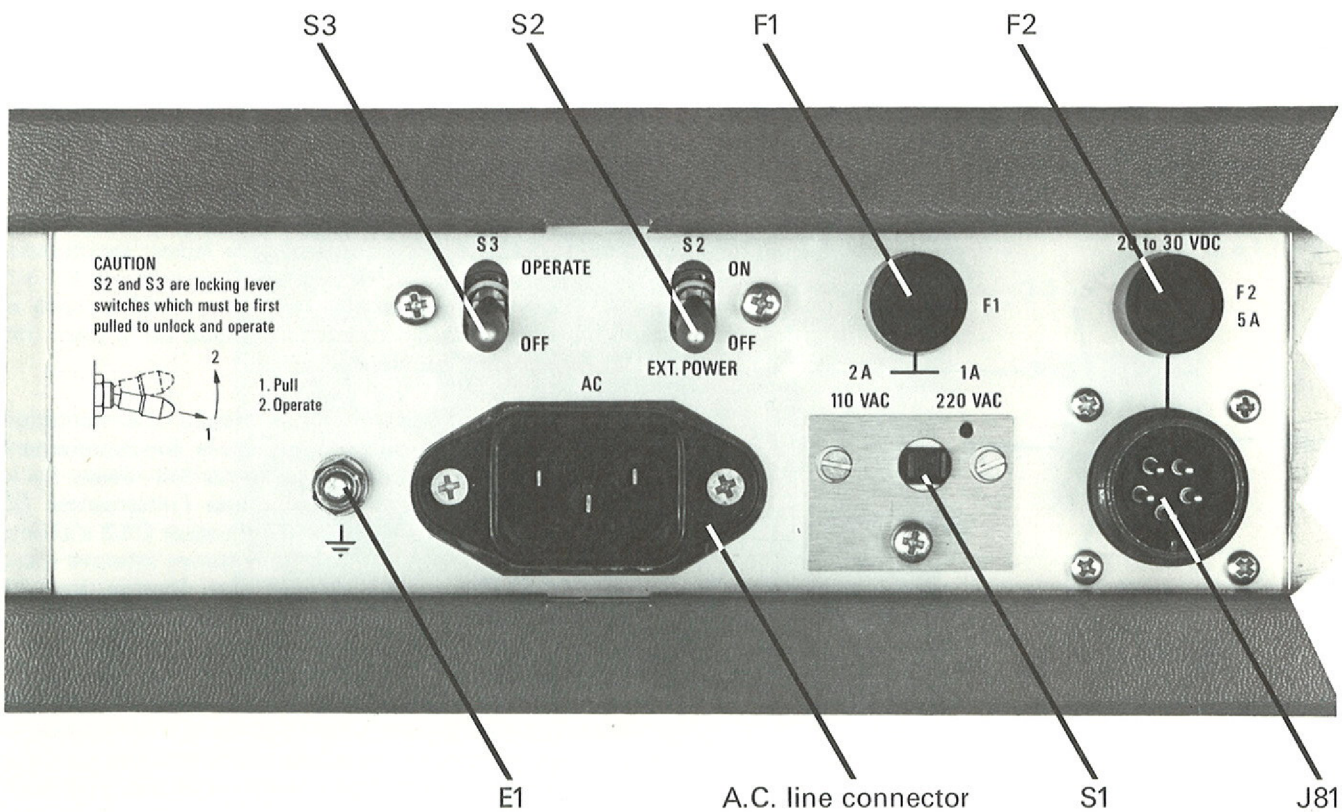
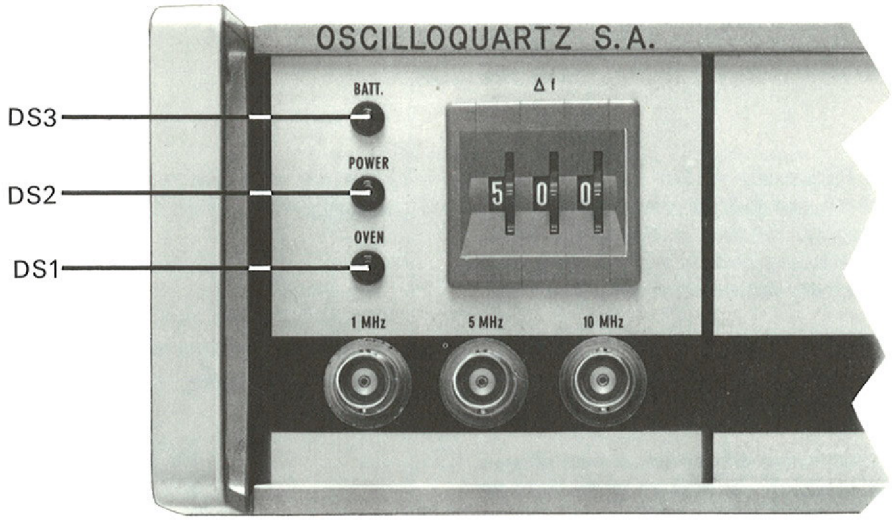
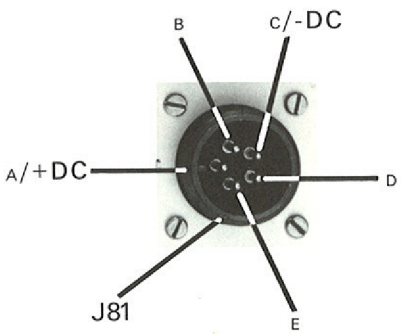

Fig. 4 Etalon de fréquence 2200 (plaque arrière, partie gauche)
Fig. 5 Etalon de fréquence 2200 (plaque frontale, partie gauche)
Fig. 4a
a) **Attention**: avant toute mise en service sur un réseau alternatif, vérifier la position du sélecteur de tension S1 (fig. 4).
b) Vérifier la valeur du fusible F1 (fig. 4) correspondant à la tension du réseau d'alimentation:
c) Vérifier que les interrupteurs S2 et S3 soient sur position OFF (fig. 4).
e) Enclencher l'appareil en mettant l'interrupteur S2 EXT POWER sur la position ON (fig. 4).
L'indicateur DS2 doit s'allumer (fig. 5).
f) Mettre l'appareil en fonctionnement en mettant l'interrupteur S3 sur la position OPERATE (fig. 4).
L'indicateur DS1 doit s'allumer (fig. 5).
a) Vérifier la valeur du fusible F2 (fig. 4) T5A (5×20 mm).
b) Vérifier que les interrupteurs S2 et S3 sont bien sur position OFF (fig. 4).
c) Raccorder le réseau d'alimentation basse tension continu à la prise J8l (fig. 4) en respectant les polarités indiquées à la figure 4a.
Pour déconnecter l'appareil du réseau d'alimentation principal (alternatif ou continu) et le laisser fonctionner sur batteries internes, commuter l'interrupteur S2 sur OFF (fig. 4). A ce moment, l'indicateur DS2 s'éteint et DS3 s'allume (fig. 5). Le cordon-réseau ou la prise J81 (fig. 4) peuvent être déconnectés.
Pour raccorder l'appareil à un réseau d'alimentation principal (alternatif ou continu) après fonctionnement sur batteries internes, connecter le cordon-réseau ou la prise J81 (fig. 4). Ensuite, commuter l'interrupteur S2 sur ON (fig. 4). A ce moment, l'indicateur DS2 s'allume et DS3 reste allumé tant que les batteries internes n'ont pas récupéré l'énergie qu'elles ont fournie lors de l'absence d'un réseau d'alimentation principal (fig. 5).